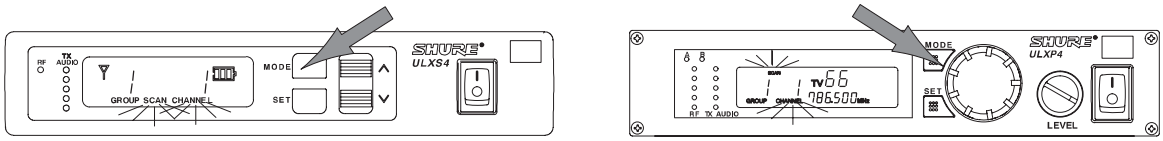

FIGURE 9
1. To enter the Scan Mode, press the MODE button on the receiver once. SCAN CHANNEL will flash on the display, as shown in Figure 9.